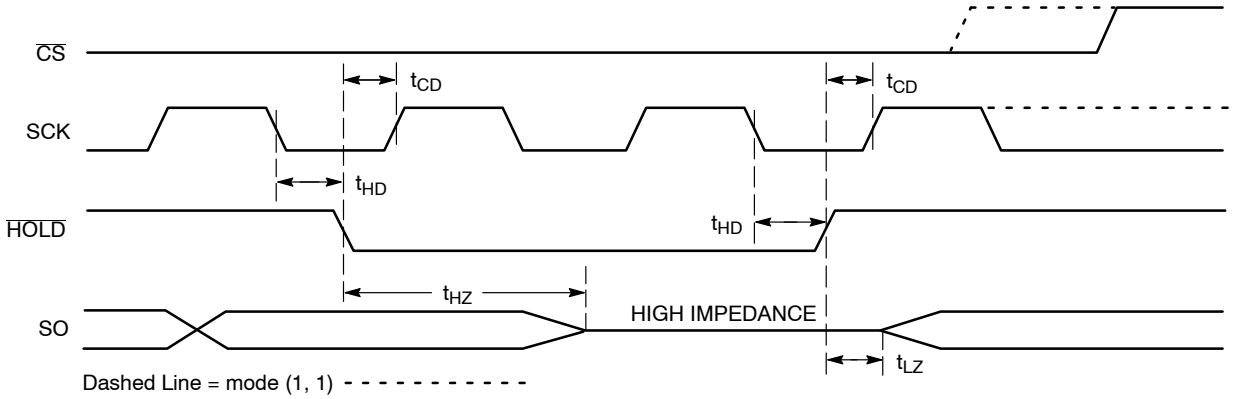

Figure 11. $\overline{\text{HOLD}}$ Timing
The $\overline{\text{HOLD}}$ input can be used to pause communication between host and CAT25256. To pause, $\overline{\text{HOLD}}$ must be taken low while SCK is low (Figure 11). During the hold condition the device must remain selected ($\overline{\text{CS}}$ low). During the pause, the data output pin (SO) is tri−stated (high impedance) and SI transitions are ignored. To resume communication, $\overline{\text{HOLD}}$ must be taken high while SCK is low.